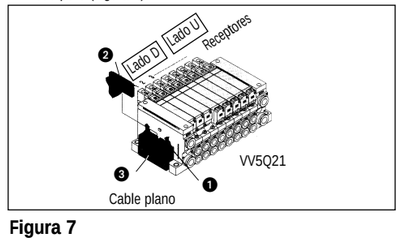

Figura 7
Conexión eléctrica del conector plano del cable plano (Figura 7)
1. Abra los dos dispositivos ❶ (Figura 7) que sujetan el conector al cuerpo ❸ (Figura 7) e inserte el conector ❷ (Figura 7) en el cuerpo 3 (Figura 7).
Cierre completamente los dos dispositivos de sujeción ❶ (Figura 7) para asegurar el conector ❷ (Figura 7).